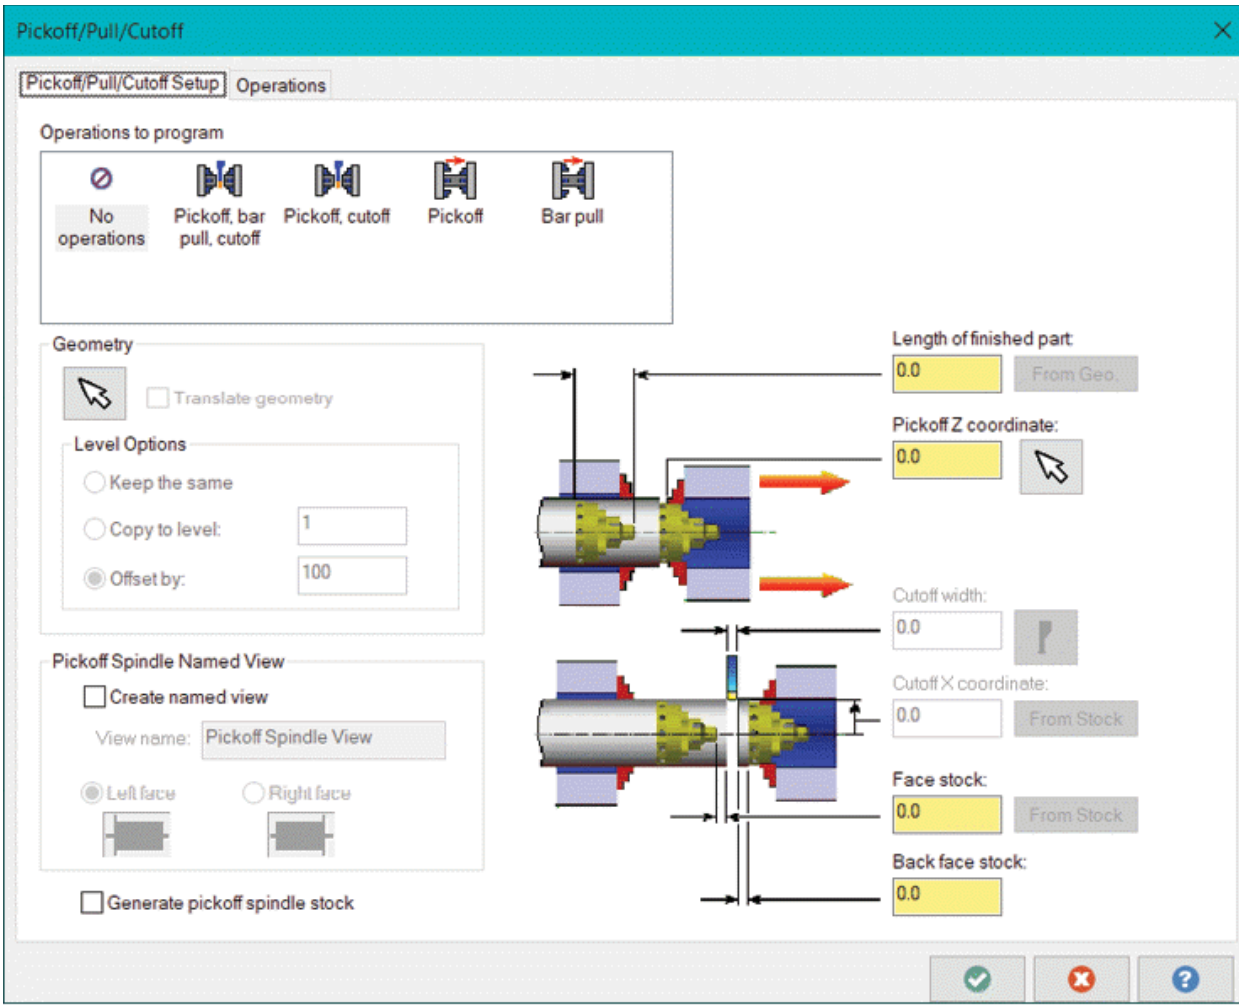

Figure-11. Pickoff / Bar Pull / Cutoff dialog box
- Click on the **Pickoff/Pull/Cutoff** tool from the **Part Handling** panel of **Turning** tab in the **Ribbon**. The **Pickoff / Bar Pull / Cutoff** dialog box will be displayed; refer to Figure-11.